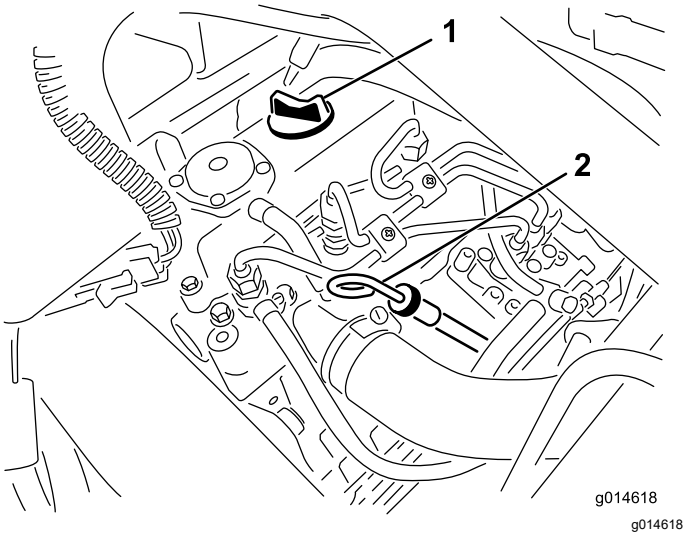

Figur 33
2. Fjern målepinden, og aftør den med en ren klud (Figur 33).